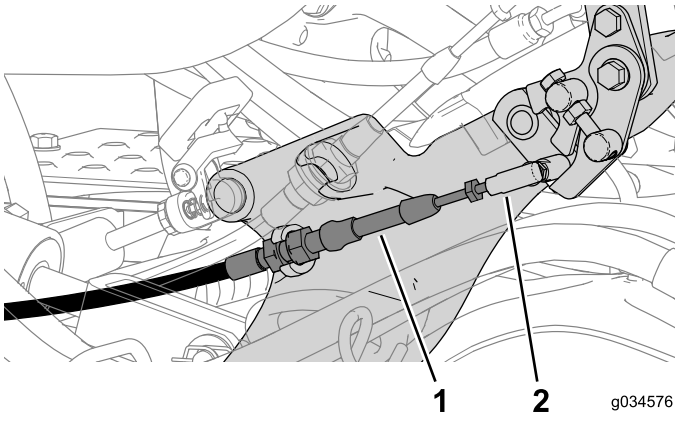

Figur 6
4. Frakobl det neutrale låsekabel fra kugleledsforbindelsen på traktionsstangen (Figur 6).